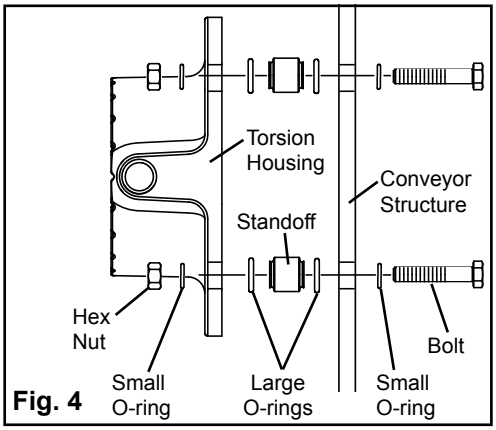

Fig. 4
a. With standoff hardware (Fig 4).